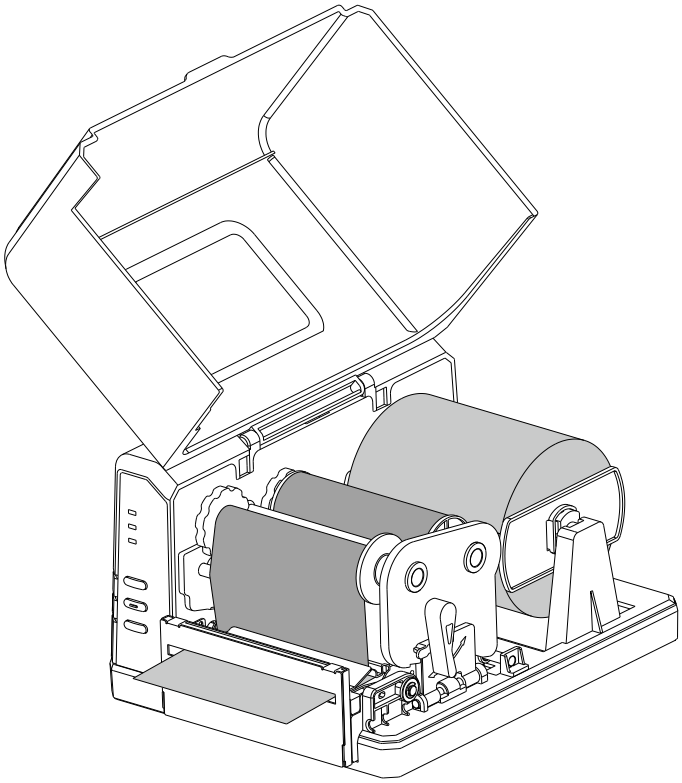

Figure 2-15 Media Loaded under Cutter Mode
3. Load the media, please refer to operations under Standard Mode. Thread the label through the gap between the upper and the lower cutter blades as shown in Figure 2-15.